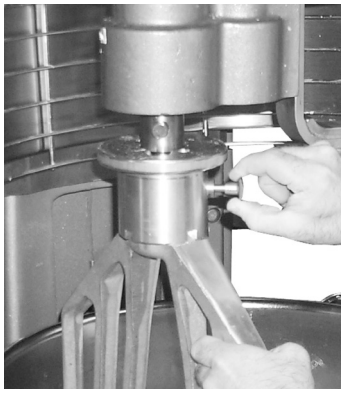

Abb. 5
3. Halten Sie das Rührwerkzeug fest und ziehen Sie den Kolben heraus (Abb. 5).
3. Halten Sie das Rührwerkzeug fest und ziehen Sie den Kolben heraus (Abb. 5). Schieben Sie das Rührwerkzeug nach unten die Rührwelle entlang.
4. Nehmen Sie das Rührwerkzeug von der Rührwelle ab (Abb. 5).